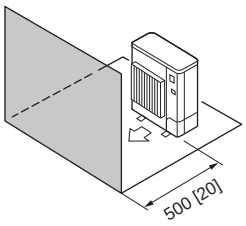

Fig. 2-9
4. Obstacles uniquement à l'avant (Fig. 2-9)